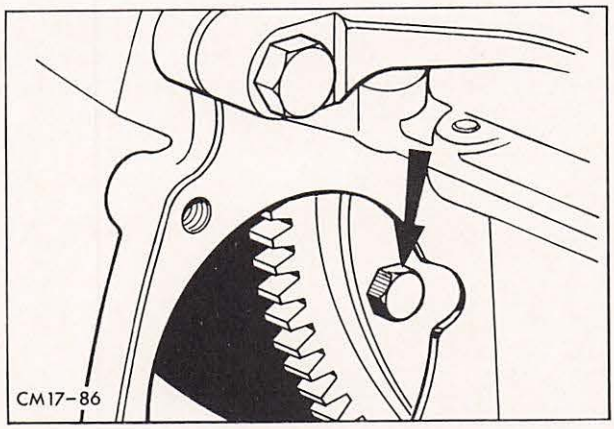

Abb. 28 Schraube, Drehmomentwandler – Mitnehmerscheibe
20. Drehmomentwandler an Mitnehmerscheibe anbauen und Schrauben festziehen. Abb. 28.